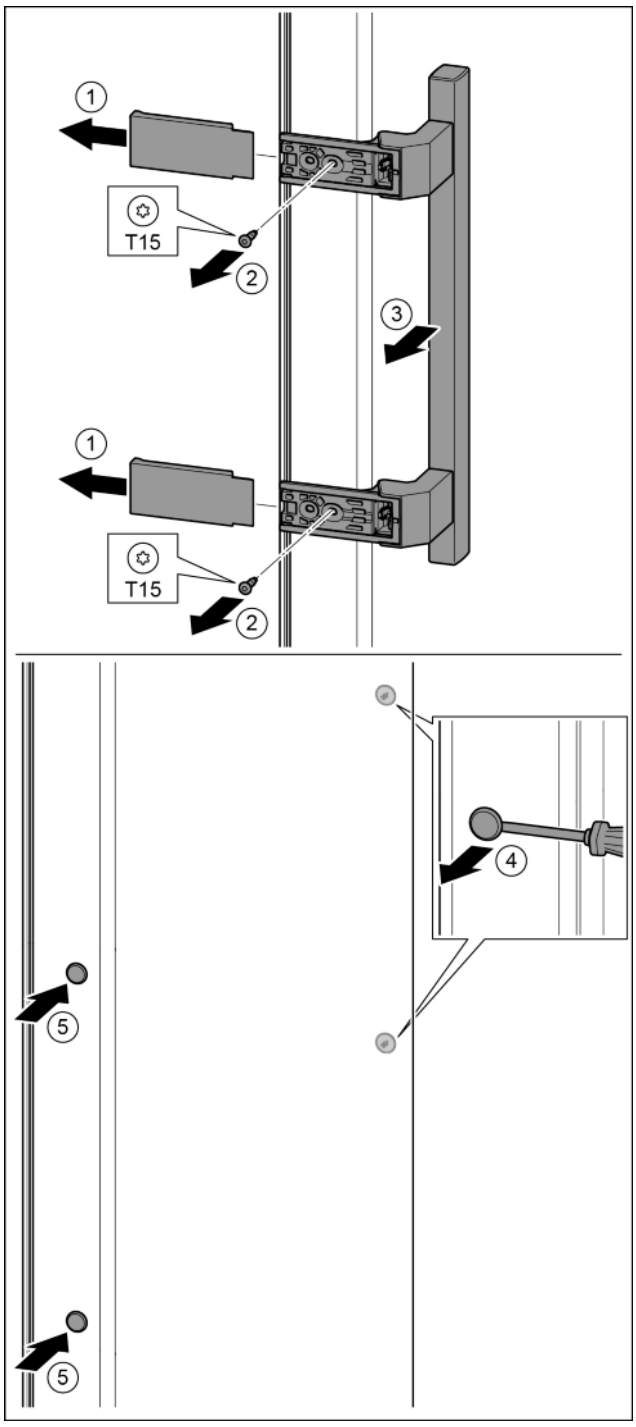

Fig. 19
- ▶ Снять крышку. *Fig. 19 (1)*
- ▶ Выкрутить винты отверткой T15. *Fig. 19 (2)*
- ▶ Снять ручку. *Fig. 19 (3)*
- ▶ Осторожно приподнять шлицевой отверткой боковые заглушки и вынуть их. *Fig. 19 (4)*
- ▶ Заглушки снова вставить с другой стороны. *Fig. 19 (5)*